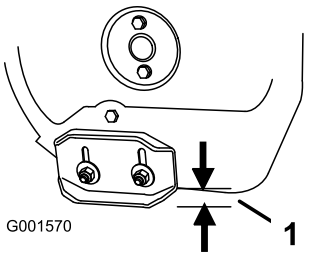

Figura 41
2. Allentate i dadi che fissano entrambe le slitte ai lati della coclea, finché le slitte non scorrono liberamente verso l'alto ed il basso (Figura 41).